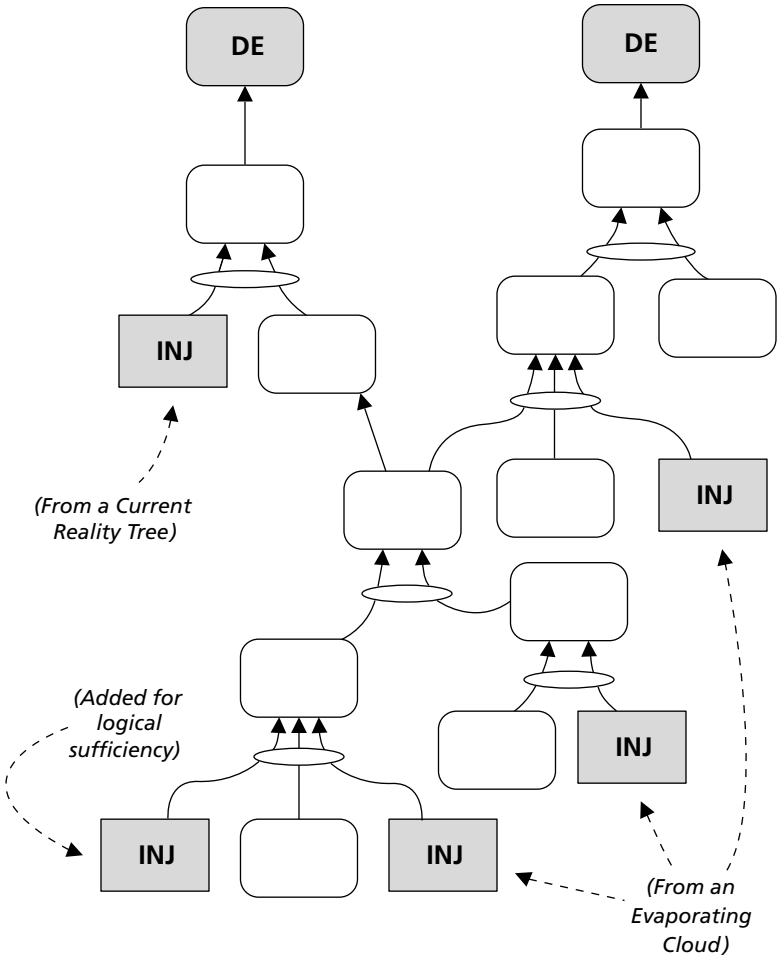

Figure 6.9 Sources of injections.
- *The Evaporating Cloud.* If you used an EC to help solve your problem, the injections you developed with it will form the foundation layers of your FRT (see Figure 6.9). Refer to Chapter 5, "Evaporating Cloud," for more on how to use an EC to develop injections.
- *Logical Additions.* In the final analysis, you may depend on logical sufficiency to help you identify needed injections. We just alluded to this approach, under "Build Upward from Injections to Desired Effects." Essentially, you start with existing reality and your expected result or desired effect, then ask the question, "What must I add to existing reality to produce the desired effect?" (See Figure 6.9.) After you create an action or condition to add to the relationship, check the connection using the Categories of Legitimate Reservation. They should immediately tell you if your cause is insufficient.